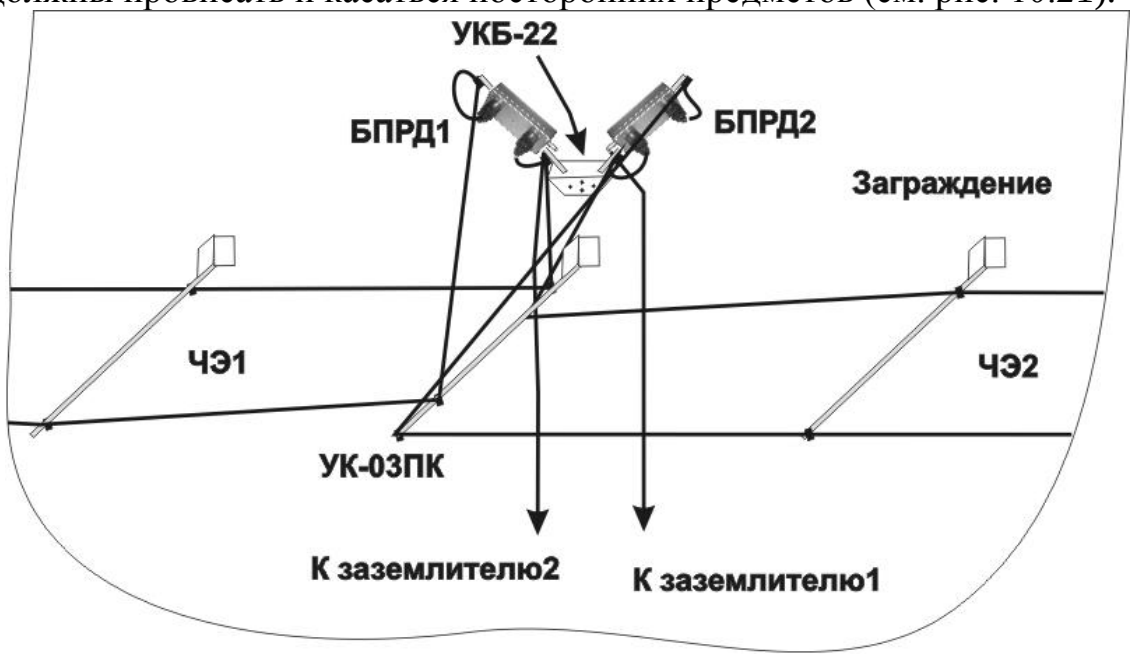

Рис. 10.21
10.3.6 На заграждение пары БПРД или(и) БПРМ смежных участков устанавливаются с помощью УКБ-2 или УКБ-22 (см. рис.10.21).
10.3.8 Заземлители устанавливаются со смещением от проекций конечных консолей, ВП и НП от точки крепления на конечной консоли до точки крепления на УКБ-22 (УКБ-21) не должны провисать и касаться посторонних предметов (см. рис. 10.21).